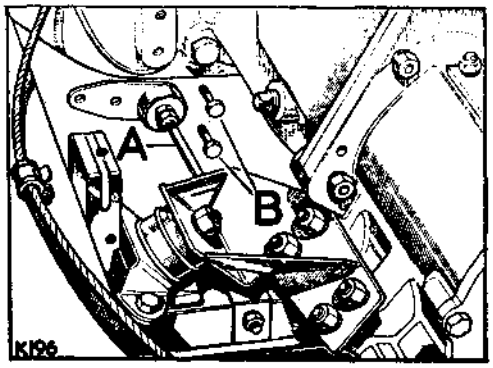

**Fig. C1-31. Gearbox tie rod**
7. If removed, fit the tie rod between the bell housing and chassis, see Fig. C1-31.